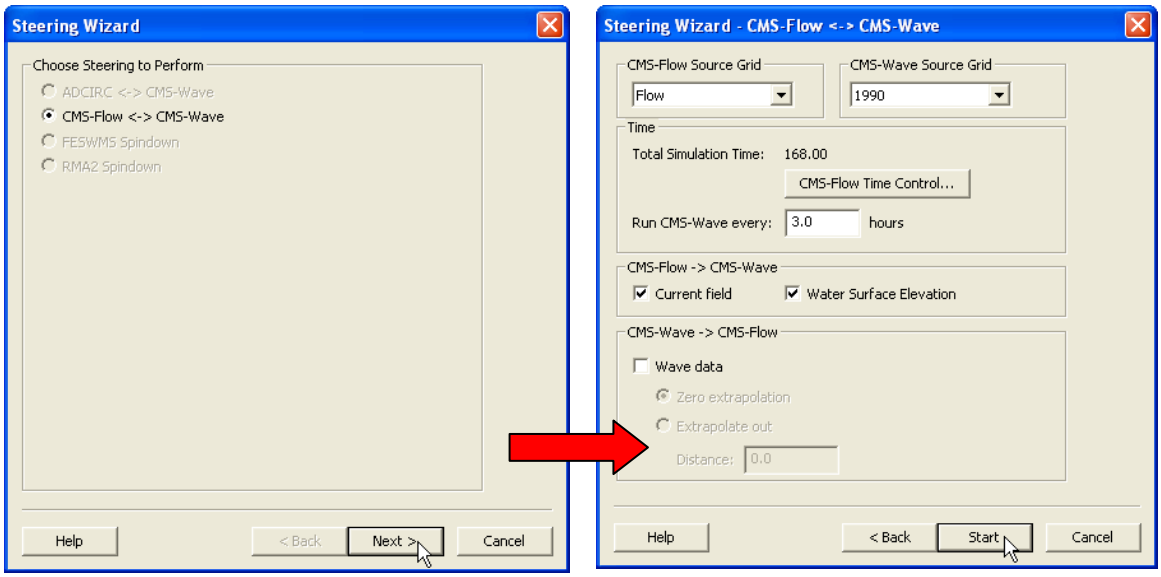

Figure 37. Steering Module for the CMS.
3. Click on *CMS-Flow ←→ CMS-Wave*, click next, and set as the following Figure 37, click *Start*.